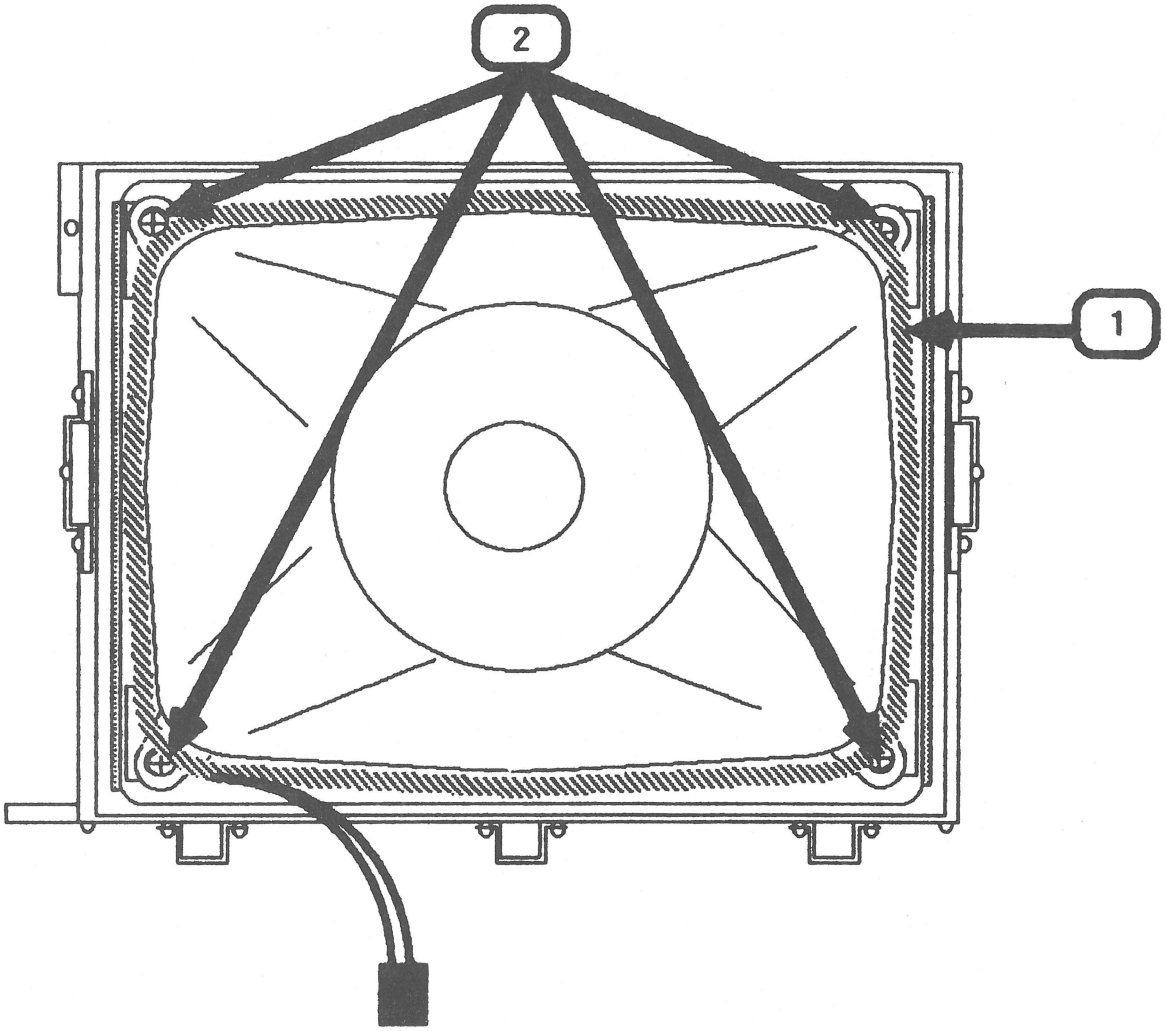

FIGURE 17
11. Locate the degaussing coil (Figure 17, #1). It is braced to the CRT by plastic-coated holding tabs at each corner.
NOTE: For clarity, Figure 17 shows the CRT and degaussing coil without the surrounding chassis frame, which is still in place in this step.
14. Use a long Phillips screwdriver or a 5/16 nut driver to remove the four CRT mounting screws (Figure 17, #2). Remove the large washers.